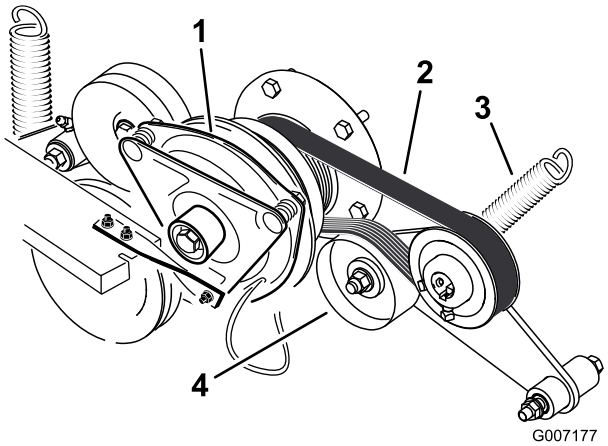

Figura 63
3. Retire el muelle del brazo de la polea tensora (Figura 63).
4. Instale la correa nueva alrededor de la polea del motor y de la bomba hidráulica (Figura 63).
6. Instale el muelle en el brazo tensor (Figura 63).